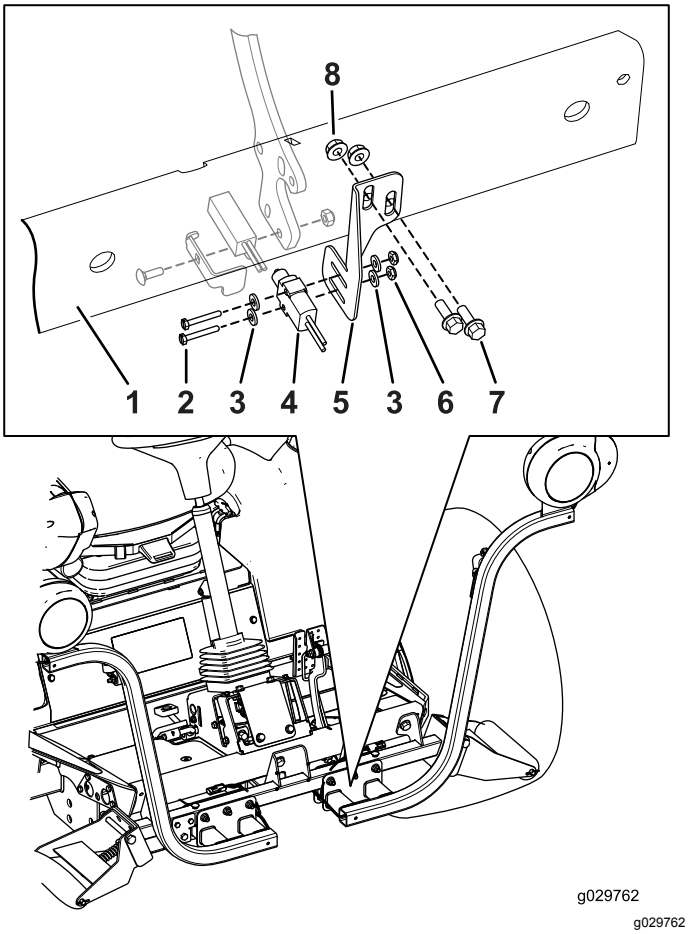

Figur 17
Obs: Du måste flytta bromssensorns fäste upp eller ned för att få bromssensorn i linje med bromssensorns platta (Figur 17).
4. Montera bromssensorn löst på bromssensorns fäste med de två spårskruvarna (nr 6 x 1 tum), två brickor och två flänsmuttrar (Figur 17).